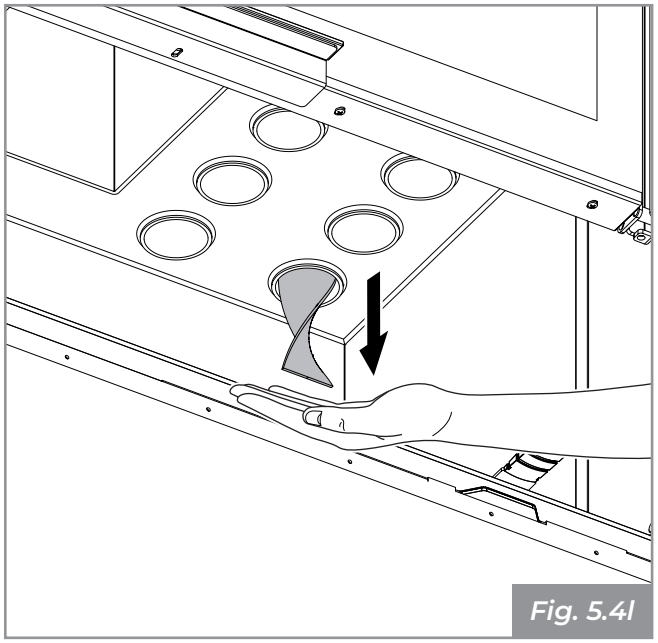

Fig. 5.4l
- Handle the turbulator with care while removing it **(Fig. 5.4l)**;